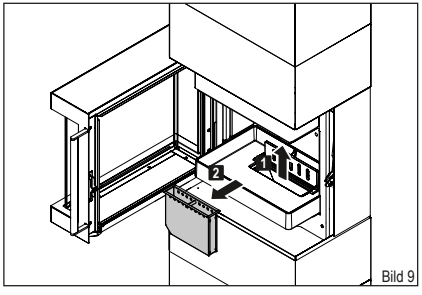

Bild 9
- ► **Ziehen Sie den Aschebehälter am Griff aus der Öffnung heraus (Bild 9).**